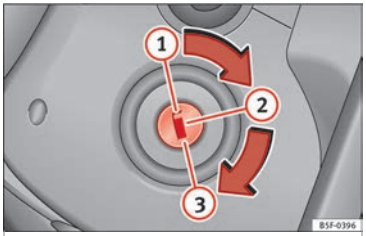

Fig. 131 Ignition key positions.
In this position ››› **Fig. 131**, the ignition and the engine are OFF and the steering may be locked.
– Turn the ignition key to position ››› Fig. 131 (2). The warning lamp ⌀ will light for engine pre-heating.
– When the lamp turns off, turn the ignition key to position (3) to start the engine. Do not press the accelerator.
– Turn the ignition key to position ››› Fig. 131 (1).